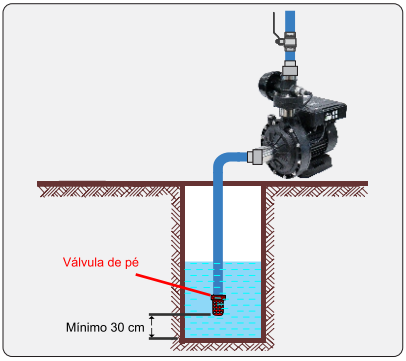

Figura 4
8.15 Quando o pressurizador for instalado acima do nível de captação, a tubulação de sucção deverá prever uma válvula de pé com crivo (válvula de fundo de poço). A válvula de pé manterá o pressurizador escorvado, ou seja, manterá o pressurizador e a tubulação de sucção preenchida com o líquido quando o sistema for interrompido (ver figura 4).
8.16 A válvula de pé deve ficar, pelo menos, 30 cm acima do fundo, no centro do poço ou cisterna e deve-se garantir uma coluna de água suficiente para que não entre ar pela mesma. (ver figura 4).